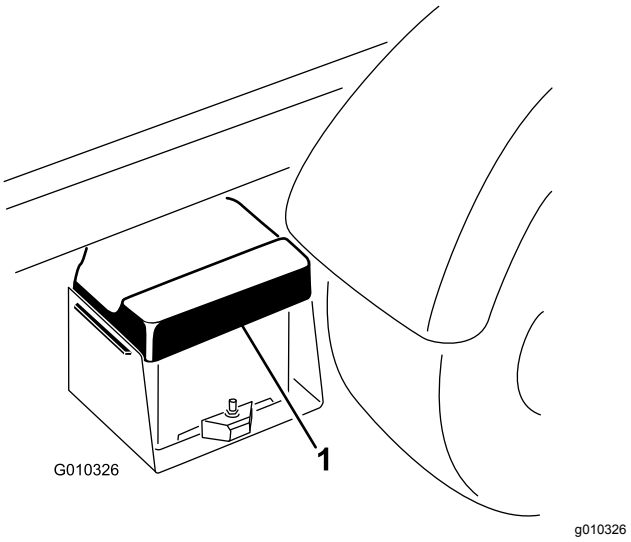

Figura 41
1. Schiacciate il coperchio della batteria per rilasciare le alette dalla base della batteria e rimuovete il coperchio della batteria dalla relativa base (Figura 41).